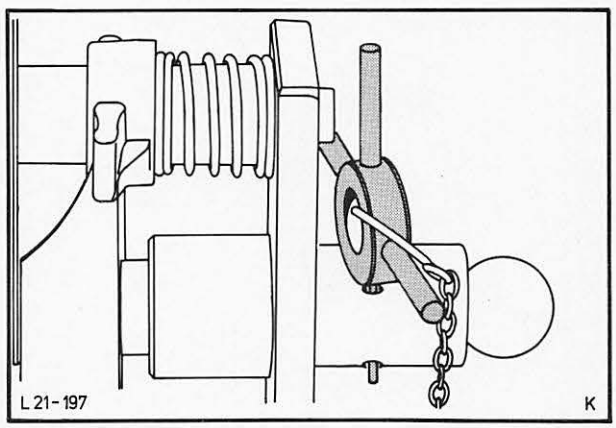

Abb. 297 Anschlaglehre montieren
8. Anschlaglehre in die Vorrichtung einschieben, Abb. 297.